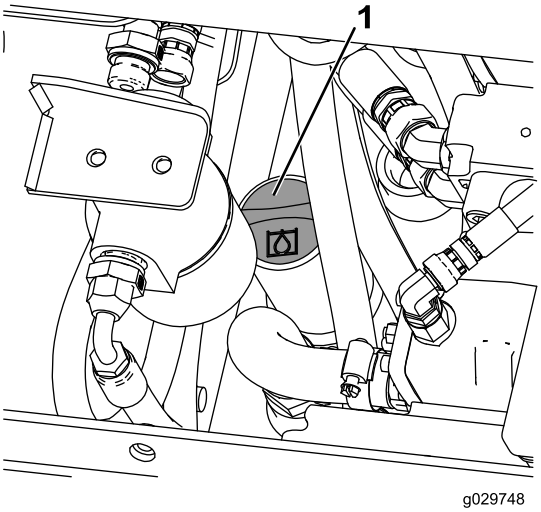

Rysunek 27
5. Wyczyść obszar wokół szyjki wlewu zbiornika oleju hydraulicznego (Rysunek 27).